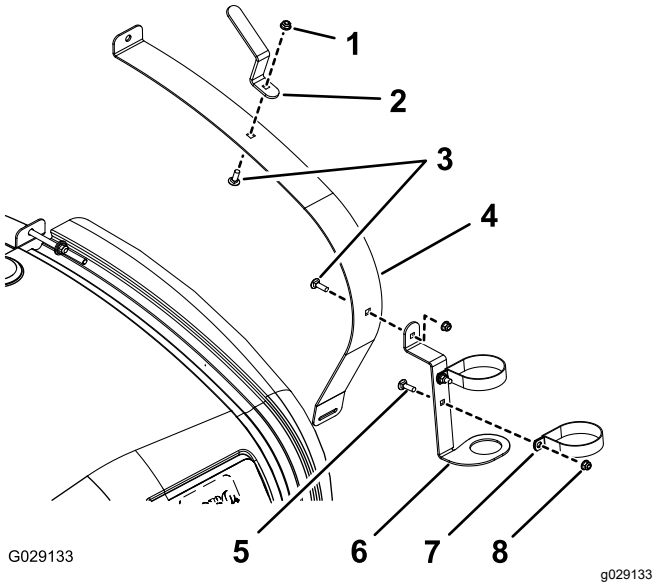
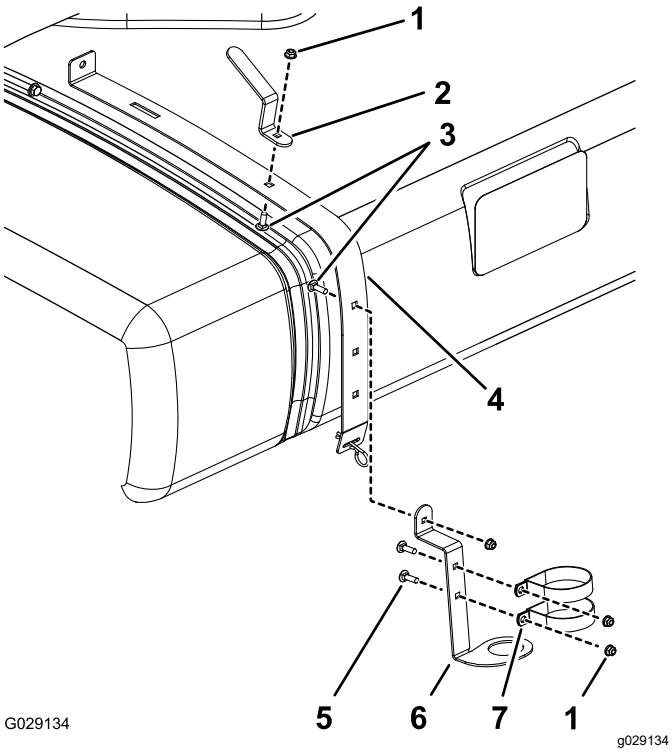

Figura 1
Figura 2
- No Multi Pro 1750 e Multi Pro 5800, solte correia frontal, do lado direito (Figura 1).
- No Multi Pro WM, solte correia traseira, do lado direito (Figura 2).
2. Instale os grampos em R, o suporte da pistola de pulverização e gancho do tubo como se mostra na Figura 1 ou na Figura 2 utilizando um parafuso de carroçaria, anilha chata e porca de cabeça de flange.